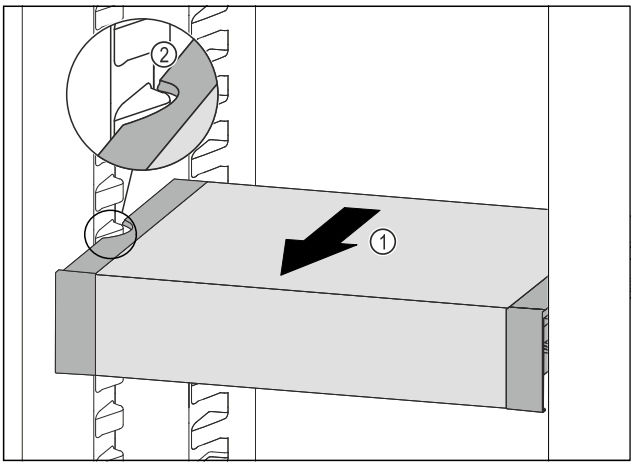

Fig. 151
▶ Pull VarioSafe forwards *Fig. 151 (1)* until the recesses in the side of the VarioSafe are at the level of the support rib in the fridge section. *Fig. 151 (2)*